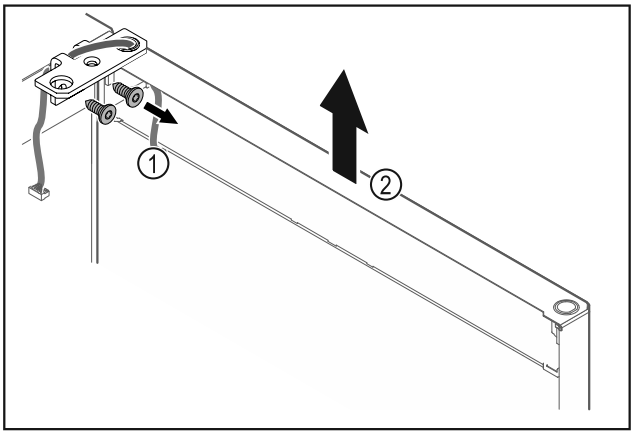

Fig. 15
- ▶ Deșurubați *Fig. 15 (1)* colțarul balamalei.
- ▶ Ridicați ușa inclusiv colțarul balamalei *Fig. 15 (2)* aproximativ 200 mm drept în sus și detașați-o.